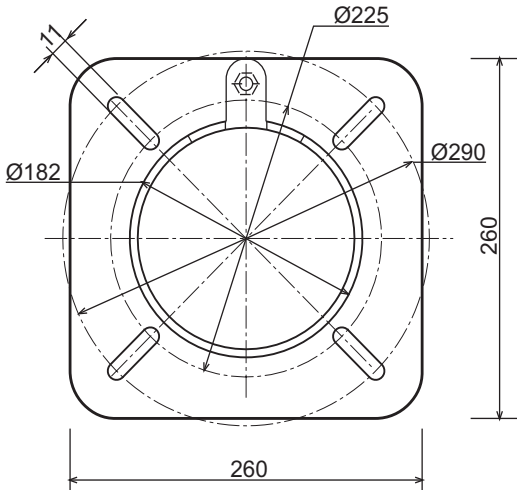

fig. 2a
1) Drill the plate closing off the combustion chamber, observing the dimensions given in Fig. 2a.